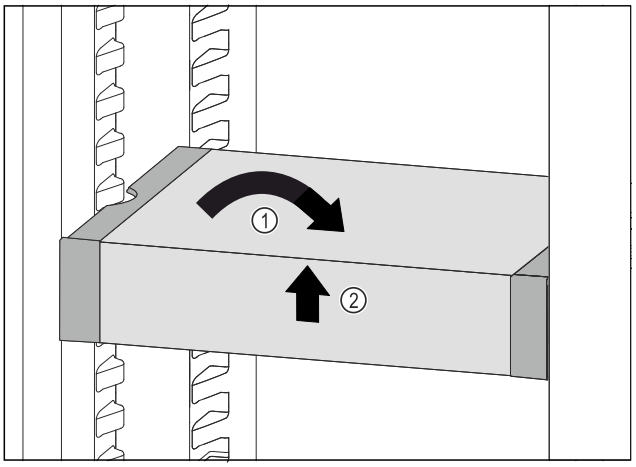

Fig. 117
▶ VarioSafe gerade stellen. *Fig. 117 (1)*
▶ VarioSafe vorne anheben. *Fig. 117 (2)*